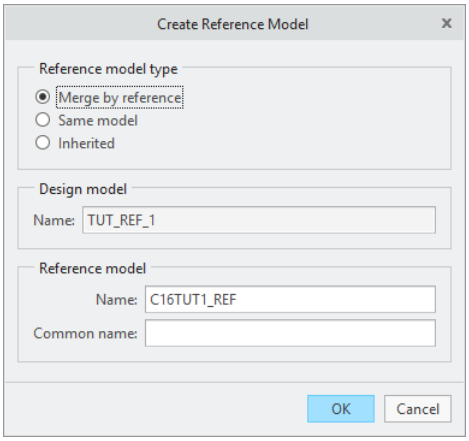

Figure 16-11 *The* ***Create Reference Model*** *dialog box*
1. Choose the **Locate Reference Model** tool from the **Reference Model** drop-down in the **Reference Model & Workpiece** group of the **Mold** tab; the **Open** dialog box is displayed. Select *tut_1.prt* and choose the **Open** button in the dialog box to open the model; the **Create Reference Model** dialog box is displayed, as shown in Figure 16-11.